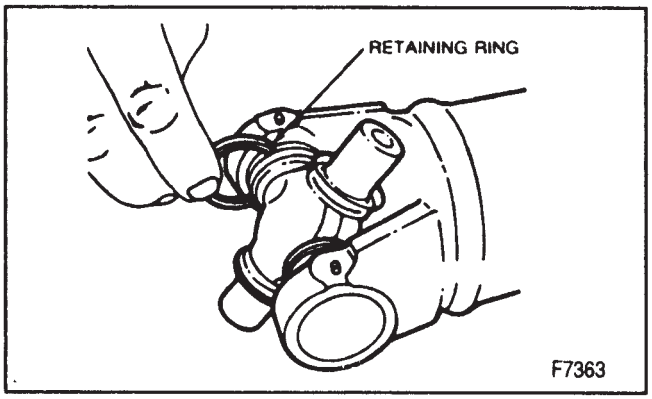

Figure 12—Installing Retaining Ring
4. Bearing retainer in the retainer groove (figure 12).